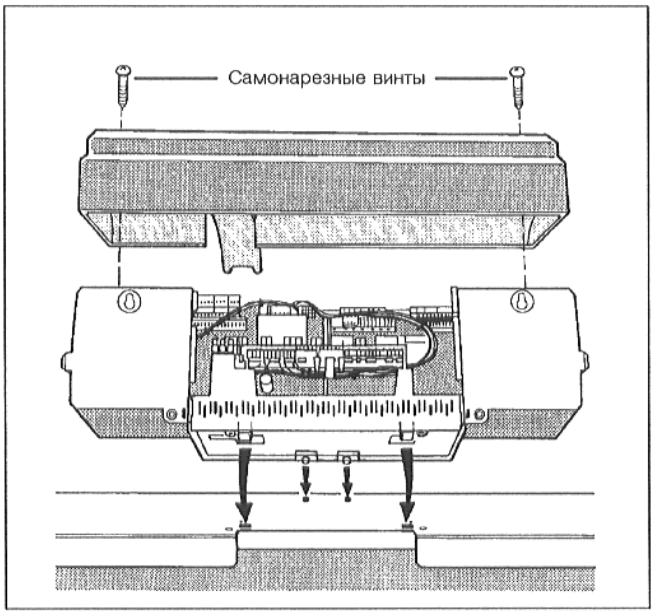

Рис. 24
- Надеть закрывающий кожух клемм и привинтить посредством 2 самонарезных винтов (Рис. 24).
- Вывернуть оба самонарезных винта сверху из закрывающего кожуха клемм и снять кожух (Рис. 24).
- Устройство регулирования установить таким образом, чтобы вставные крюки спереди входили в отверстия овальной формы, подать устройство регулирования по направлению вперед и затем откинуть назад, чтобы зафиксировались оба эластичных крюка с правой и левой стороны (см. стрелки – Рис. 24).
- Надеть закрывающий кожух клемм и привинтить 2 самонарезными винтами (рис. 24).